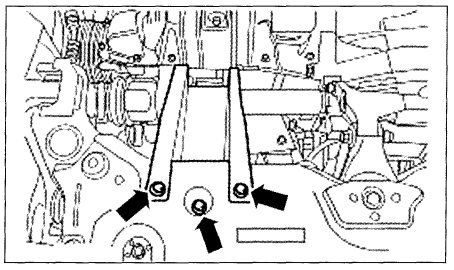

FIG. 42
• Si es necesario, desmontar la caja deformable **(fig. 42).**
- si está desmontada, apretar las fijación de la caja deformable a 4 daNm **(fig. 42).**